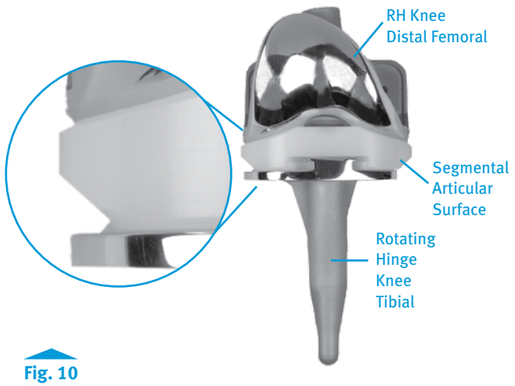

Fig. 10
*To enhance sizing options, consider using a Segmental Tibial Articular Surface in place of the RH Knee Tibial Articular Surface (See Appendix D). The tapered edges on the Segmental Articular Surface allow more sizing options **(Fig. 10) (Table 4)**.*